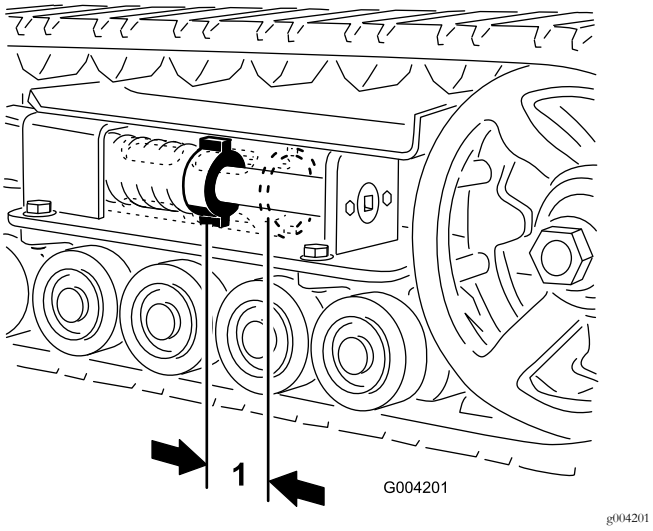
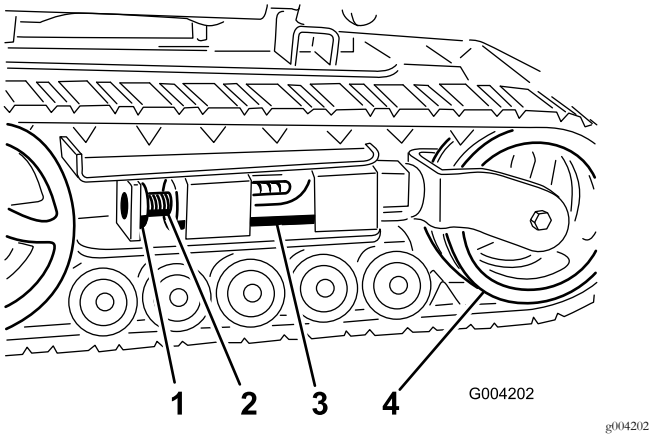
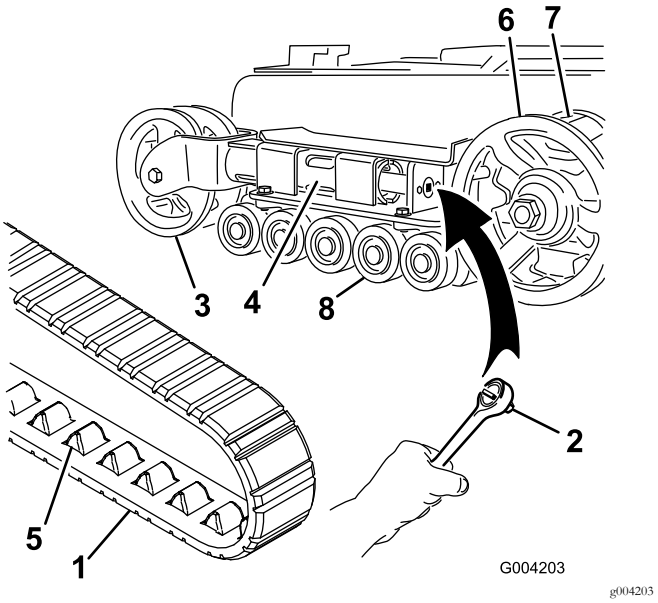
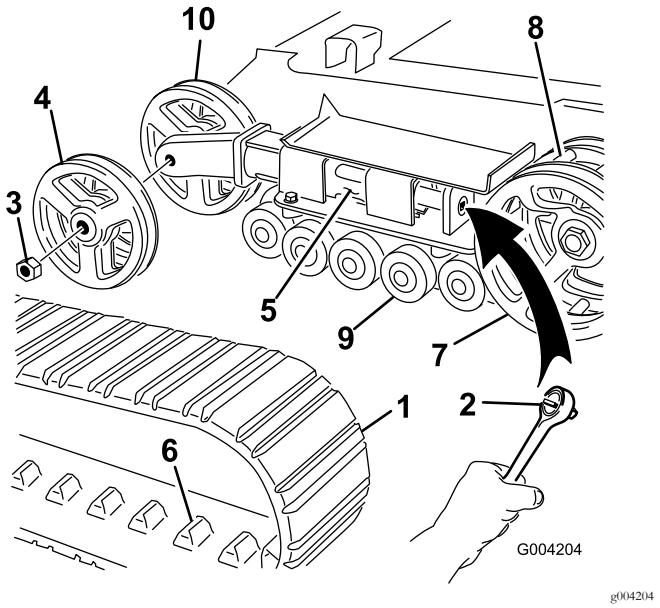

Figur 47
Figur 48
Figur 49
Figur 50
Det ska vara 7 cm mellan spännmuttern och spännrörets baksida (Figur 47). Om så inte är fallet ska larvbandens spänning justeras enligt följande:
3. Ta bort låsbulten och muttern (Figur 48).
4. Vrid spännskruven motsols med en 1/2-tums hylsnyckel (Figur 49) tills avståndet mellan spännmuttern och spännrörets baksida (Figur 47) är 7 cm.
5. Rikta in den närmaste skåran i spännskruven med låsbultens hål, och säkra skruven med låsbult och mutter (Figur 48).
4. Använd en 1/2-tums drivhylsa och lossa drivspänningen genom att vrida spännskruven medsols (Figur 48 & Figur 49).
5. Tryck spännhjulet mot bakre delen av enheten för att trycka gaffelröret mot ramen (Figur 49). (Om det inte rör vid ramen, fortsätt vrida spännskruven tills det vidrör ramen.)
7. När larvbandet har avlägsnats från spännhjulet ska du ta loss det från drivhjulet och väghjulen (Figur 49).
8. Börja vid drevet och dra det nya larvbandet runt det. Kontrollera att spåren på larvbandet passar in mellan distansbrickorna på drevet (Figur 49).
9. Tryck in larvbandet under och mellan väghjulen (Figur 49).
11. Vrid spännskruven motsols tills avståndet mellan spännmuttern och gaffelrörets baksida (Figur 47) är 7 cm.
4. Använd en 1/2-tums drivhylsa och lossa drivspänningen genom att vrida spännskruven medsols (Figur 48 & Figur 50).
5. Tryck spännhjulet mot bakre delen av enheten för att flytta spännröret mot ramen (Figur 50). (Om det inte rör vid ramen, fortsätt vrida spännskruven tills det vidrör ramen.)
6. Ta bort muttern som håller fast det yttre spännhjulet, och ta därefter bort hjulet (Figur 50).
7. Ta bort larvbandet (Figur 50).
8. Ta bort muttern som håller fast det inre spännhjulet, och ta därefter bort hjulet (Figur 50).
12. Montera det inre spännhjulet och fäst det med den mutter som avlägsnades tidigare (Figur 50).
14. Montera det nya larvbandet, och kontrollera att tapparna på bandet passar in mellan distansbrickorna mitt i drevet (Figur 50).
15. Montera det yttre spännhjulet och fäst det med den mutter som avlägsnades tidigare (Figur 50).
17. Vrid spännskruven motsols tills avståndet mellan spännmuttern och spännrörets baksida (Figur 47) är 7 cm.